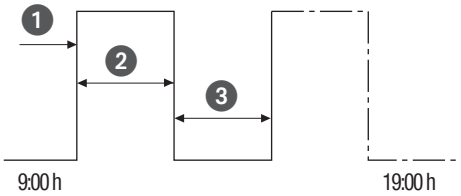

Fig. 33: Sykluskobling
- (Fig. 33/❶) Starttid
- (Fig. 33/❷) Varighet PÅ = Kobling PÅ
- (Fig. 33/❸) Varighet AV = Kobling AV